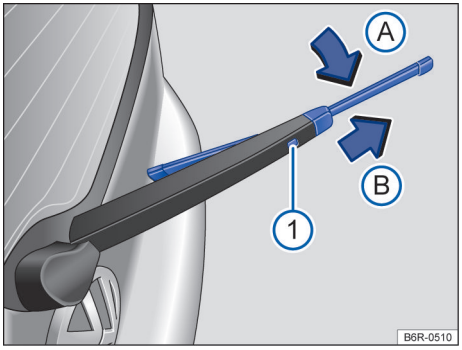

Fig. 105 Substituir a palheta do limpador do vidro traseiro.
– Manter o botão de destravamento → Fig. 105 (1) pressionado.
– Virar a palheta do limpador do vidro na direção do braço do limpador → Fig. 105 (seta (A)) e, ao mesmo tempo, retirar no sentido da seta (B). Para isso, poderá ser necessário um esforço um pouco maior.
– Introduzir a nova palheta do limpador do vidro traseiro **de mesmo tamanho e modelo** no braço do limpador do vidro traseiro no sentido contrário da seta → Fig. 105 (B) até que ela se trave. Para isso o braço do limpador deve estar na posição rebaixada (seta (A)).